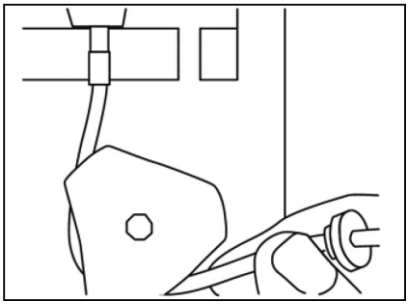

図 3
6. ポンプ用チューブを持ち、ローラー周囲に緩やかに伸ばす(図 3)。